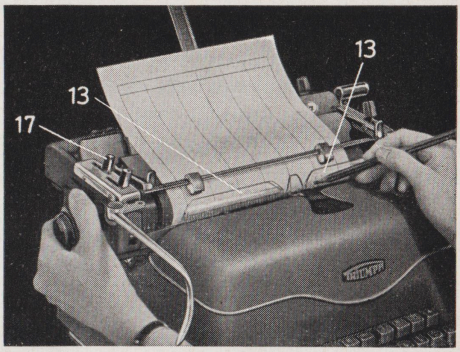

Abb. 10
Um auf eingespannten Bogen senkrechte oder waagrechte Linien ziehen zu können, steckt man die Bleistiftspitze in die Aussparung des rechten Zeilenrichters (13). Zum Ziehen waagrechter Linien wird der Wagen nach links oder rechts bewegt, zum Ziehen senkrechter Linien die Walze vor- bzw. zurückgedreht. Beim Drehen der Walze empfiehlt es sich, die Arretierung aufzuheben, indem man den Walzenlöser (17) nach vorn legt (Abb. 10).